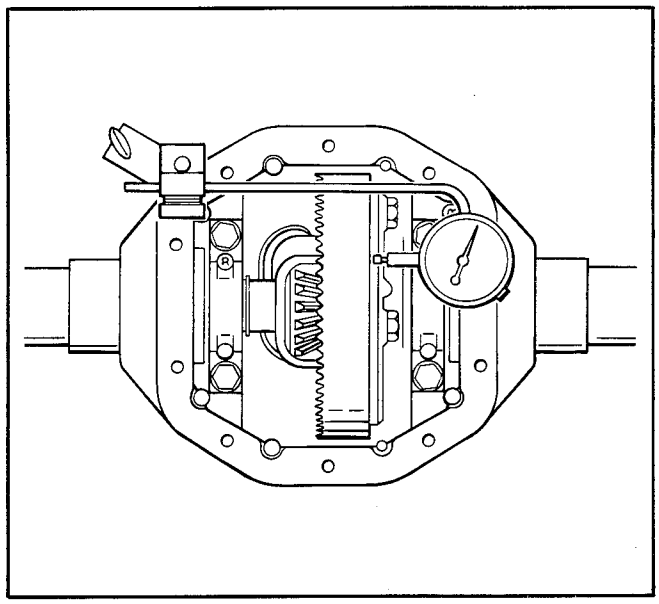

Figure 20 - Ring Gear Runout Check
e. Check "ring gear runout" with dial indicator, Figure 20. Place contact point of dial indicator on back face of ring gear. Rotate ring gear one complete revolution. Maximum runout is .006 in. (.15 mm). Reading in excess of specification indicates loose or warped ring gear, dirt or burr on ring gear mounting surface, or sprung differential case.